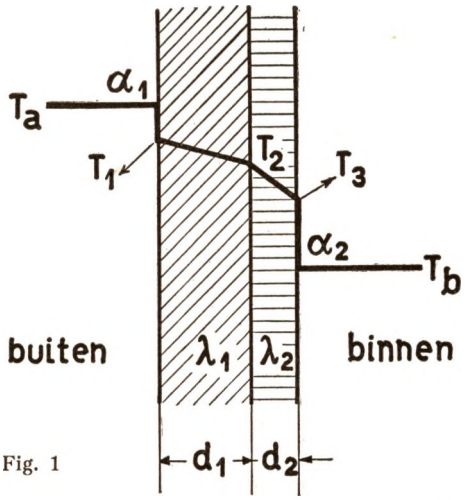

Fig. 1
1. Warmtegeleiding door scheidingswanden. Zie fig. 1. De hoeveelheid warmte, die door een homogeen materiaal stroomt per m² oppervlak is evenredig met de steilheid van het temperatuurverval (temperatuurgradient) en met de tijd